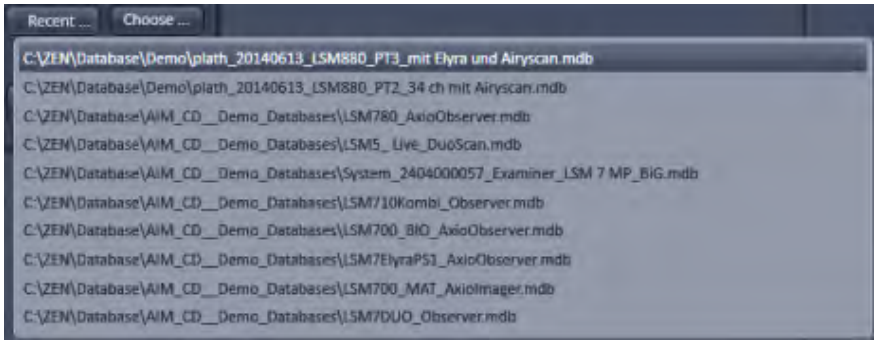

Fig. 12 Recent databases
– If **Recent…** is pressed the last couple of databases that were in use will be displayed (Fig. 12). Click on the one you want to select. By pressing the **Choose…** button Windows Explorer will open. Search for the folder file the database is stored and and open it. Select it for use. Select a database suited for your purpose from the Explorer window.